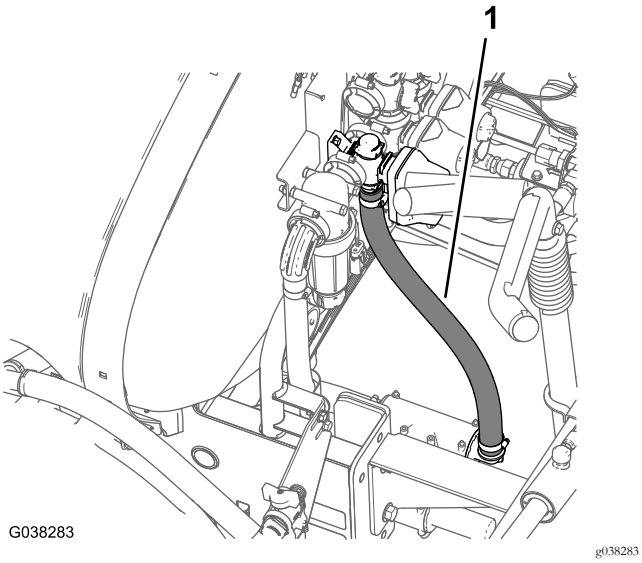

Figura 65
2. Alinhe a tubagem de retorno para baixo e na direção da união em T que se encontra no interior da válvula de descarga da pressão, como se mostra na Figura 65.